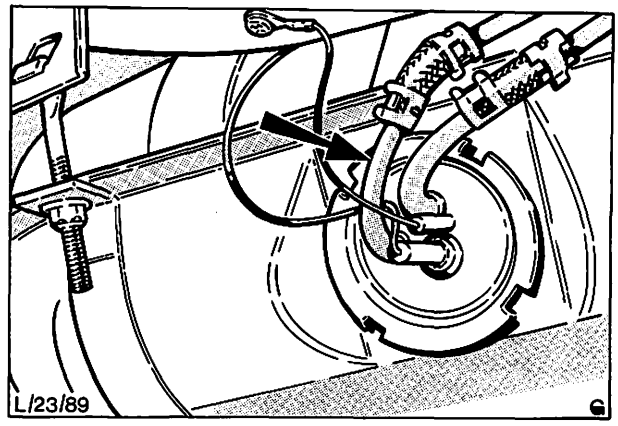

Abb. 194 Kraftstoffzufuhrleitung an Kraftstoffbehälter
4. Kraftstoffleitung vom Behälter abschließen und Verschlußstopfen in den Auslaßstutzen des Behälters einsetzen, Abb. 194.